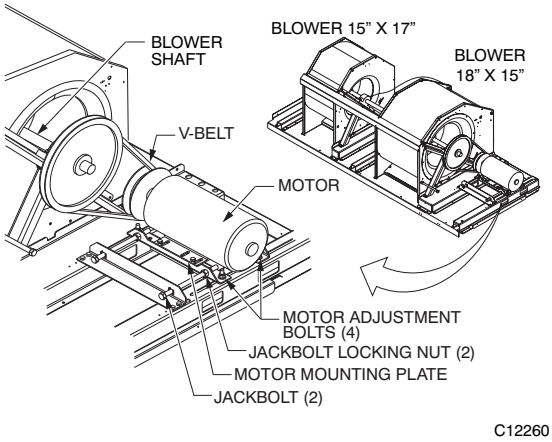

Fig. 4 – Belt Drive Motor Mounting
The supply fan system consists of two forward–curved centrifugal blower wheels mounted on a solid blower shaft that is supported by two greasable pillow block concentric bearings. A fixed–pitch driven fan pulley is attached to the fan shaft and an adjustable–pitch driver pulley is mounted on the motor. The pulleys are connected using a V–belt. (See Fig. 4.)
Use the following steps to adjust the V–belt tension. See Fig. 4.
2. Loosen (turn counterclockwise) the motor mounting plate front bolts and rear bolts. See Fig. 4.